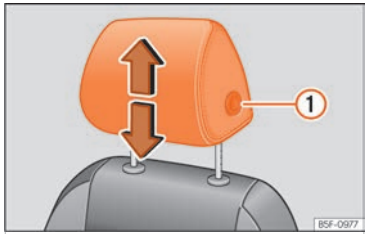
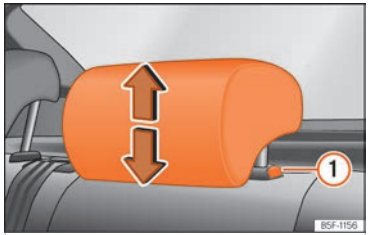

Fig. 75 Seient davanter: regulació del reposacaps.
Fig. 76 Reposacaps del darrere: regulació del reposacaps.
- Agafeu el reposacaps amb les dues mans pels costats i empenyeu cap amunt fins a encaixar-lo amb la posició desitjada. Per abaixar-lo, feu la mateixa acció tot prement el botó lateral (1) ››› fig. 75 , ››› fig. 76.